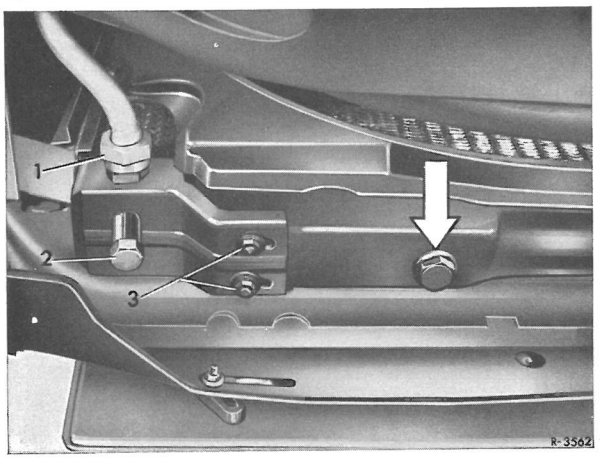

Fig. 18-1/5
Anm.: På vogne med luft-oliekøler skal ved olieskift også den snavsede olie tappes af oliekøleren gennem aftapningsskruen (2) (fig. 18-1/5).